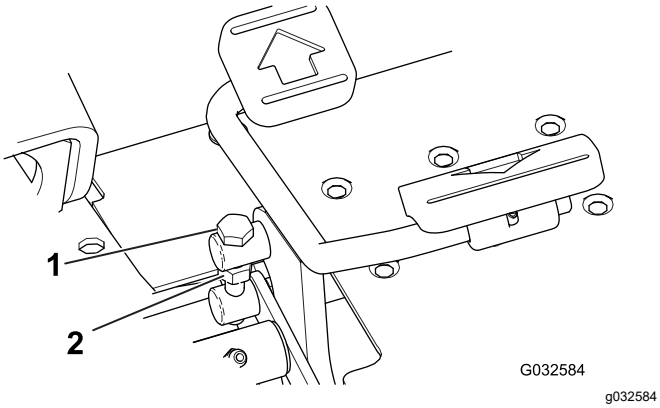

Figure 50
1. Loosen the jam nut on the trunnion bolt on the side of the traction pedal (Figure 50).